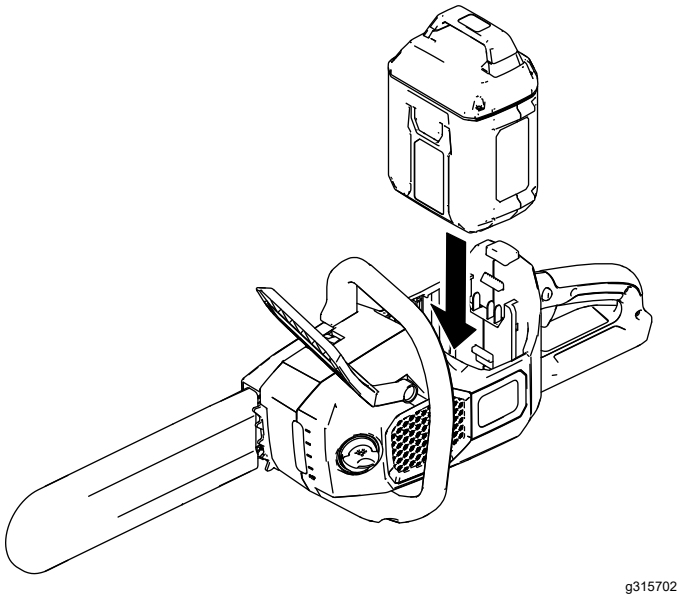

**Figuur 7**
3. Lijn de koppeling van het accupack uit met de uitsparing in de behuizing van de kettingzaag (Figuur 7).